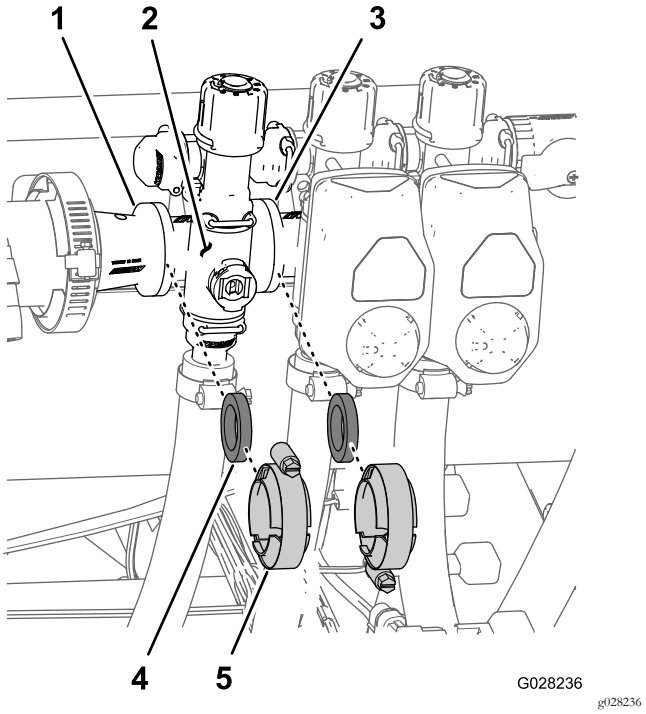

Figura 114
1. Retire as braçadeiras e as juntas que fixam o coletor da válvula de secção (Figura 114) à válvula de secção adjacente (se válvula de secção esquerda e acoplador de redução).